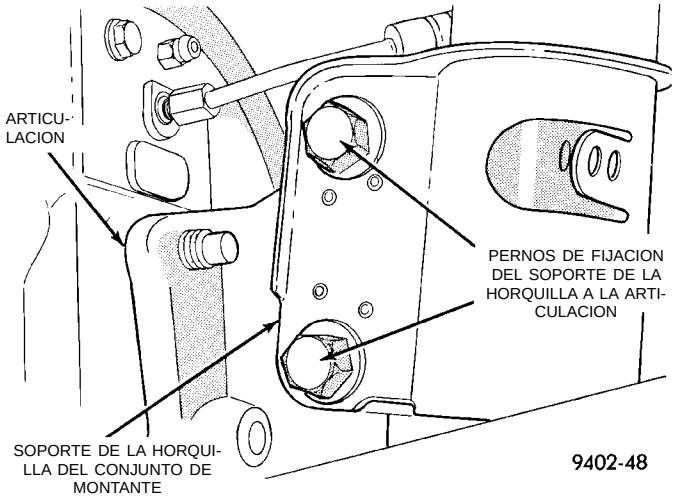

Fig. 5 Pernos de la articulación al soporte de la horquilla
(5) Retire los 2 pernos del soporte de la horquilla (Fig. 5) que fijan el conjunto del montante a la articulación trasera de la dirección.
(4) Instale el conjunto de la articulación en el soporte de la horquilla del conjunto del montante. Instale los dos pernos y tuercas de fijación del soporte de la horquilla al conjunto de la articulación (Fig. 5). Apriete ambas tuercas del soporte de la horquilla al conjunto de la articulación con una torsión de 95 N·m (70 lbs. pie).